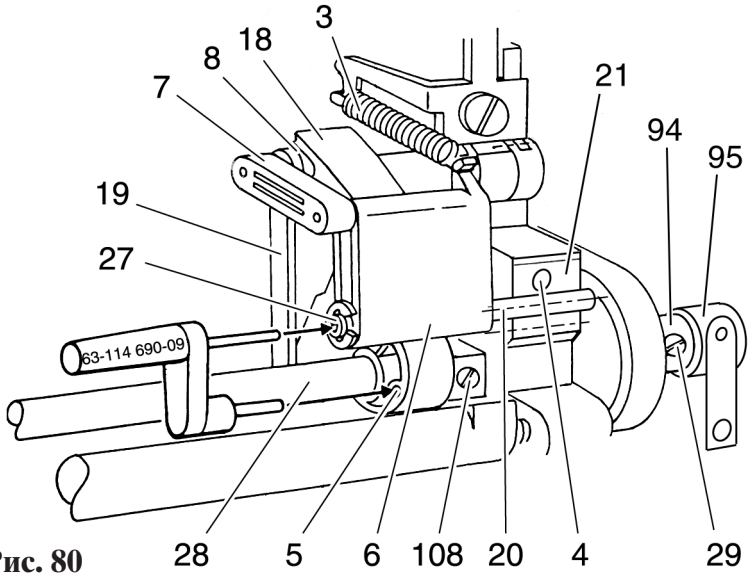

Рис. 80
- Расцепите пружину 3 (рис. 80).
- Поворачивайте вал челнока 28 в нормальном направлении до тех пор, пока установочный шаблон не войдет в отверстия эксцентрика 5 и пальца 27 (рис. 80).